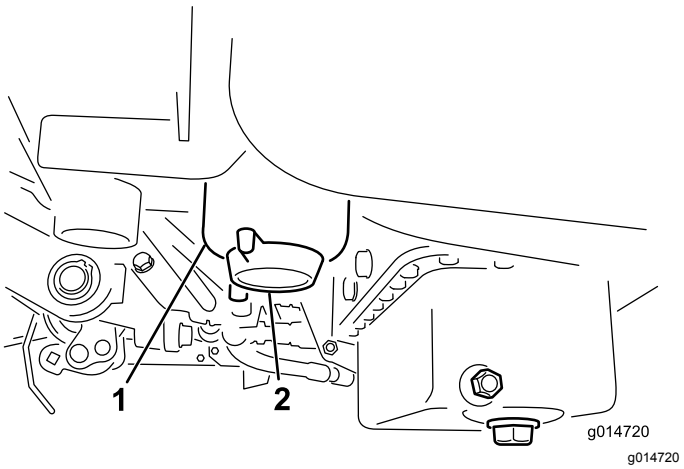

Figur 26
3. Åpne tappepluggen på drivstoffilteret ca. én omdreining, og tapp ut oppsamlet vann (Figur 26).